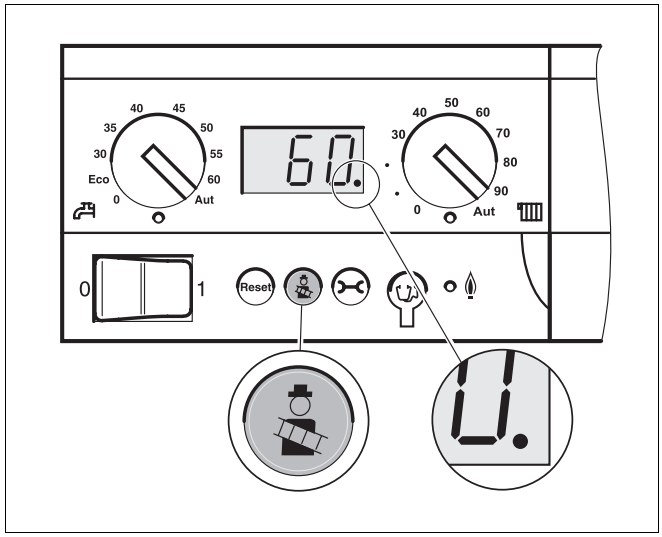

Rys. 20 Sterownik bazowy Logamatic BC10
- Uruchomić test spalin na sterowniku bazowym Logamatic BC10, naciskając przycisk "Test spalin" tak długo, aż na wyświetlaczu pojawi się kropka oznaczająca miejsca dziesiętne (rys. 20). Palnik załącza się.